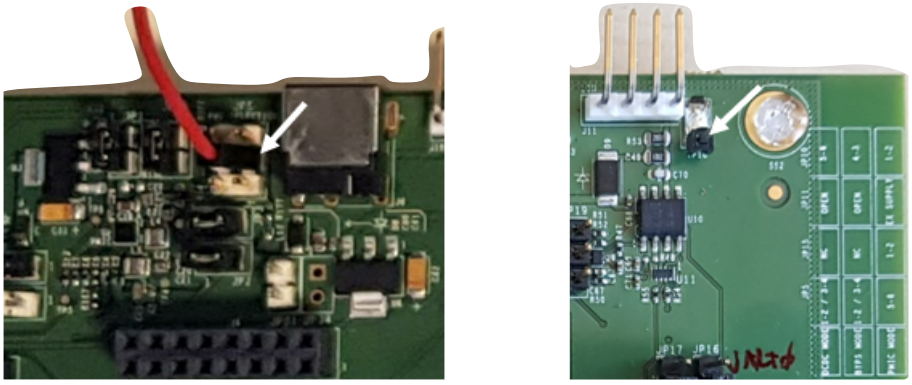

Figure 18. JP5-3, GND TP18
4. Connect `TP18` (GND) to the power source, see Figure 18.
5. Connect the Keysight CX3322A power analyzer and CX1101A current probe to `JP5-3` and to the power source, Figure 18.